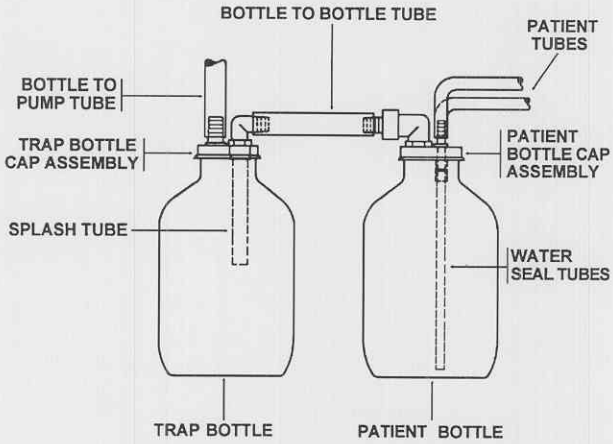
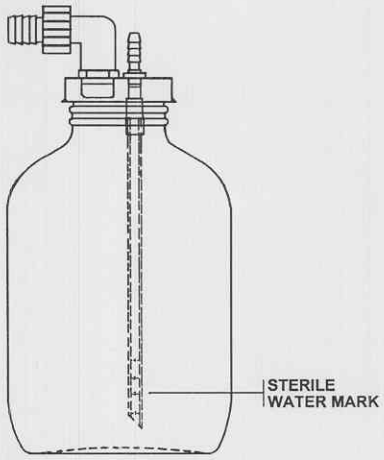

Figure 3-1. Patient drainage system.
Figure 3-2. Water seal.
(1) Verify that the components of the drainage unit are assembled in accordance with the procedures contained in paragraph 2-2 and illustrated in figure 3-1.
(2) Ensure that the power switch is in its "OFF" position or depress the switch to its "OFF" position.
(3) Disconnect the two patient tubes and the bottle to bottle tube from the patient bottle cap swivel connector.
(4) Unscrew the patient bottle cap assembly.
(5) Pour sterile water into the patient bottle until it reaches the 2-cm mark on the graduated water seal tubes as illustrated in figure 3-2.
(6) Replace the patient bottle cap assembly.
(7) Reconnect the two patient tubes and the bottle to bottle tube to the patient bottle cap assembly.